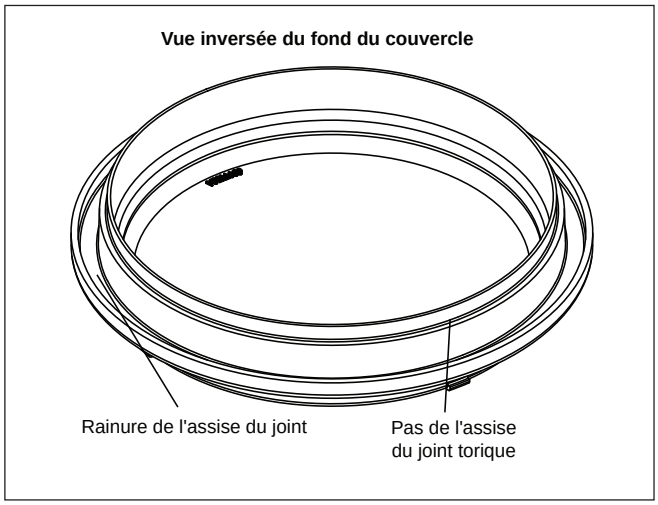

Figure 11. Positionnement du joint torique bleu pour l'essai de pression
2. Placer le joint torique bleu sur la marche à 6 mm (¼ po) du fond du couvercle. Voir figure 11.
Remarque Le joint torique bleu se trouve à environ 6 mm (¼ po) de distance du joint. Voir figure 11.